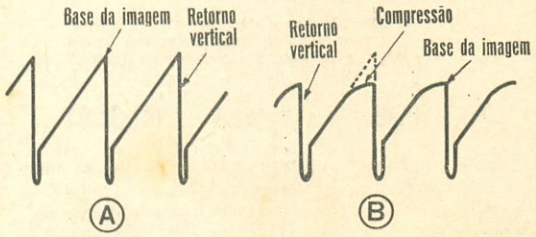

FIG. 76 — Pulsos verticais com e sem compressão.
A Fig. 76 mostra a forma de onda encontrada com o osciloscópio dentro do circuito de deflexão vertical. Em (A) temos uma forma perfeita. Podemos observar que a parte inclinada da dente-de-serra é bem reta, sem qualquer deformação. O contrário ocorre em (B), onde o pulso vertical sofre uma compressão na parte superior. Esta compressão faz com que a imagem fique encolhida embaixo. Capacitores com fuga e resistores alterados costumam causar este defeito.